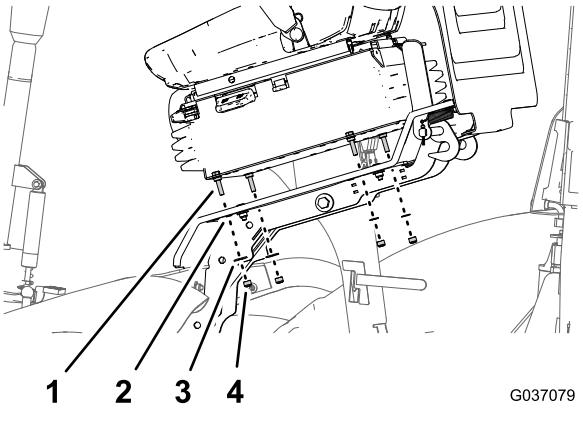

図 18
3. 新しい座席についているキャップスクリュ8 x 25mm4本を、運転台の穴に合わせる図 18。